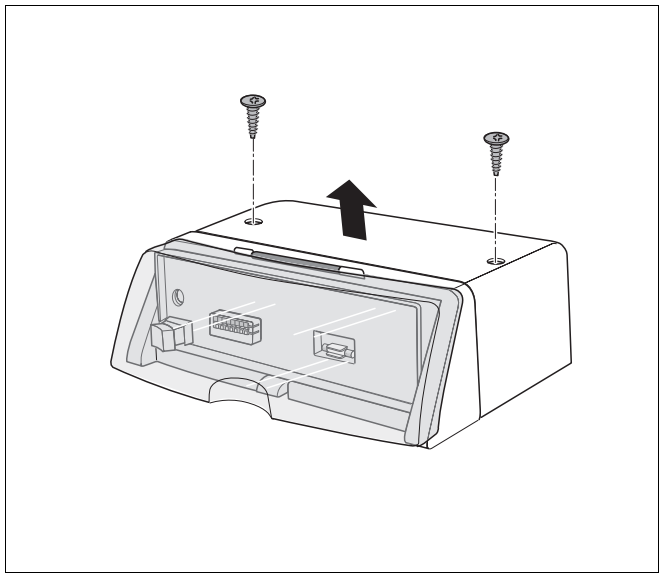

Afb. 3 Afdekkap wegnemen
- Draai 2 schroeven aan de bovenzijde van de afdekkap los (afb. 3).